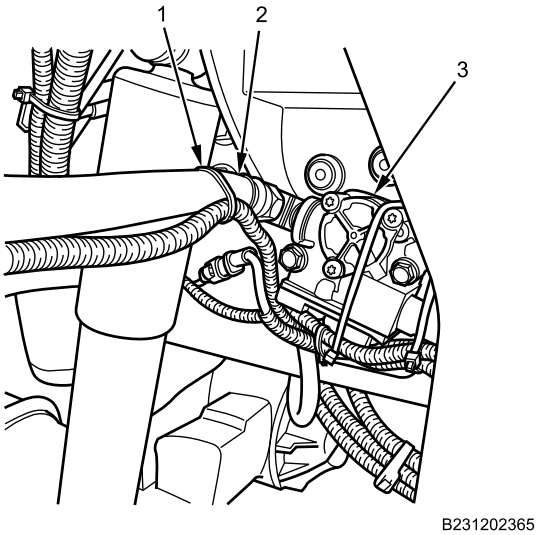

Figure 4. Modulator Valve.
2. Install service brake hose (Figure 4, Item 2) on modulator valve (Figure 4, Item 3) on frame rail.
3. Secure service brake hose with new cable lock straps (Figure 4, Item 1).